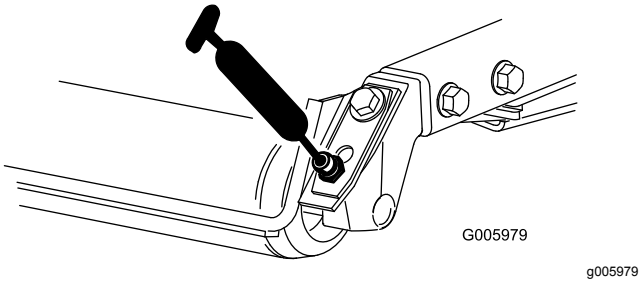

Figur 53
- Bakre rullens lager (2 per klippenhet) (Figur 53)